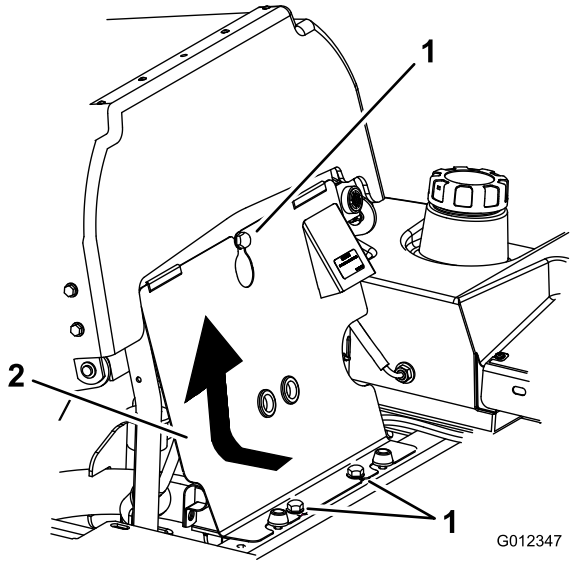

**Figuur 63**
3. Kantel de stoel naar voren, draai de bouten los en verwijder het frontpaneel van de motor (Figuur 63).